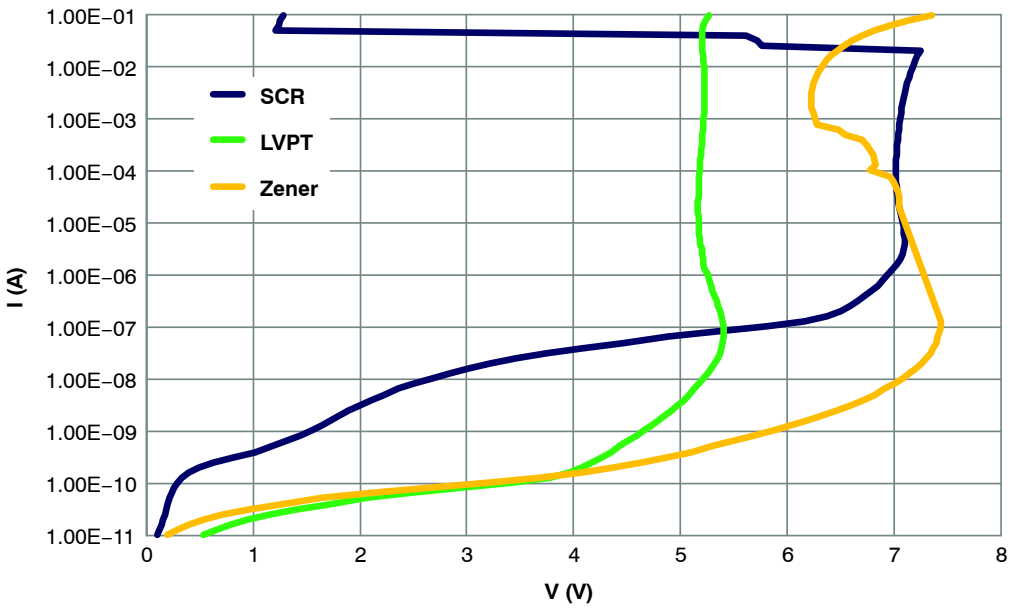

Figure 19. Low Current, DC, IV Characteristic Technology Comparison
- Low voltage punch through (LVPT): The key advatange for this technology is a very low turn-on voltage as shown in Figure 19. This technology provides optimized protection for chipsets with small geometries against recoverable failures due to voltage peaks (also known as “soft failures”).